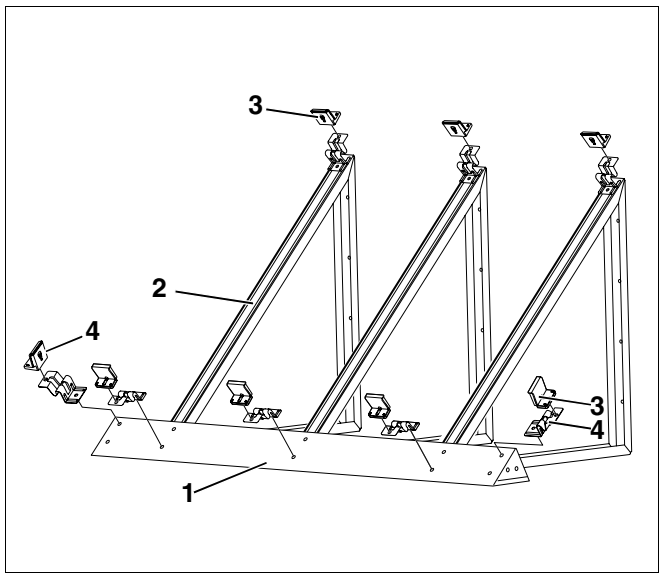

Afb. 6 Staander voor gevel 45°
4.2.4 Montageset staander voor gevel 45° – afb. 6